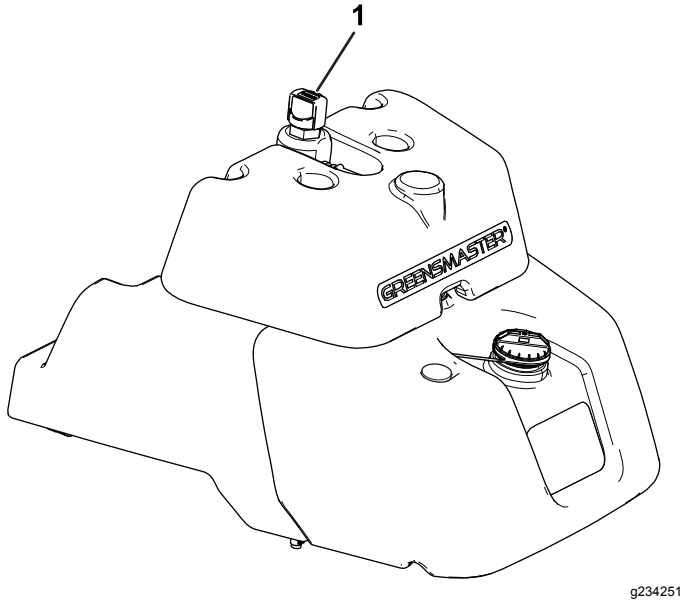

Figuur 40
- Als uw tank niet over een kijkglas beschikt, gebruikt u de peilstok bovenaan de hydraulische hoofdtank (Figuur 40) en gaat u verder met stap 3.